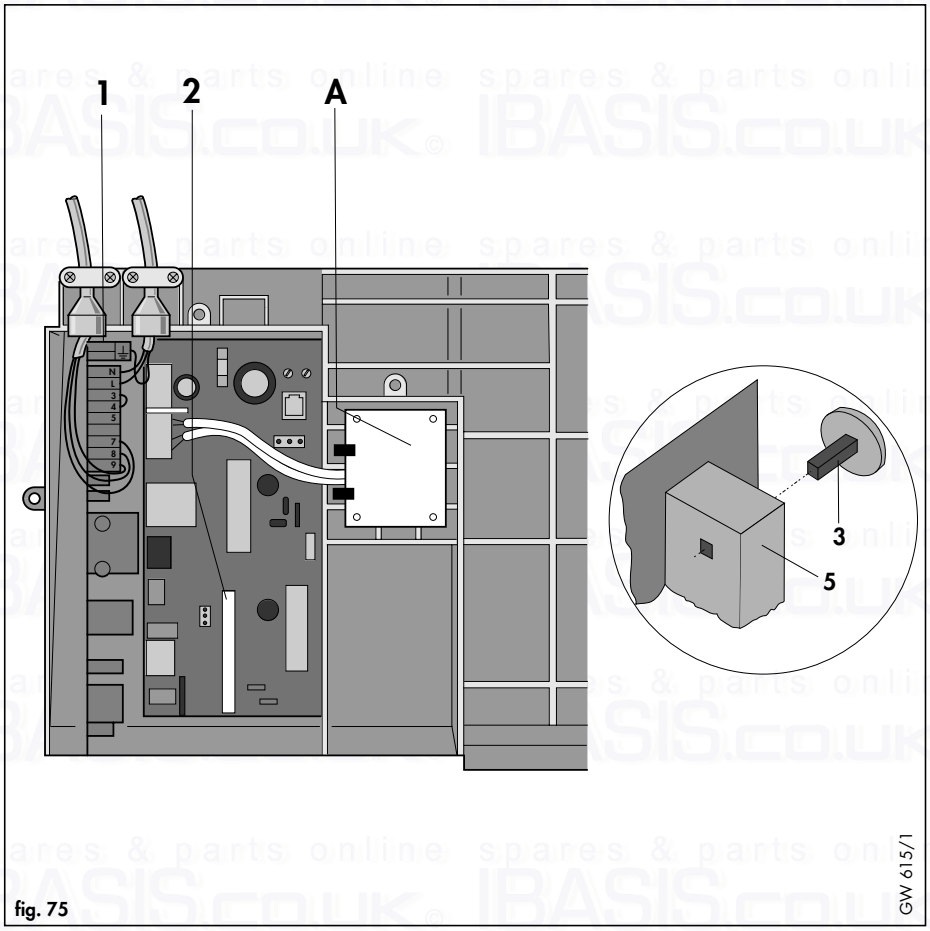

fig. 75
- Unplug ribbon cable from control board (2, fig. 75).
- Unplug all leads from the both boards (1, fig. 75).
Note: When refitting the control board, ensure that the user control spindles (3, fig. 75) are aligned with the potentiometer and control switch holes (5, fig. 75) and that the locating rib of the potentiometer/switch correctly engages in the groove of the control knob spindle. Also ensure that when refitting the main switchboard the on/off control knob spindle (3, fig. 75) engages correctly into the on/off switch (5, fig. 75) mounted on the board.